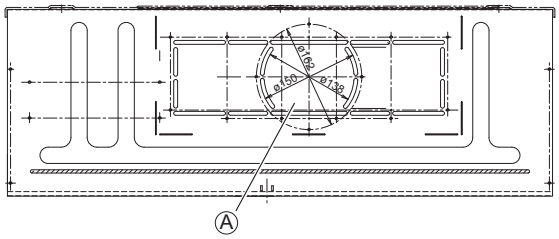

Fig. 2-189
(4) If the system requires fresh air to be drawn into the unit, cut and remove the insulation (both externally and internally) at the location shown as Ⓐ in Fig. 2-189.